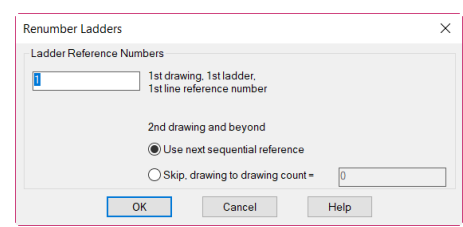

Figure 6-61 *The* ***Renumber Ladders*** *dialog box*
5. Enter **60** in the edit box and make sure the **Use next sequential reference** radio button is selected, refer to Figure 6-61. Next, choose **OK** in the **Renumber Ladders** dialog box.